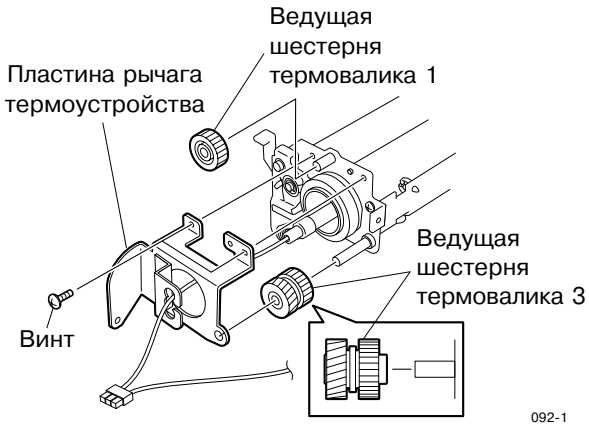

Рис. 14-7-16
8. Снимите ведущую шестерню термовалика 1 и ведущую шестерню термовалика 3. (См.Рис.14-7-16)